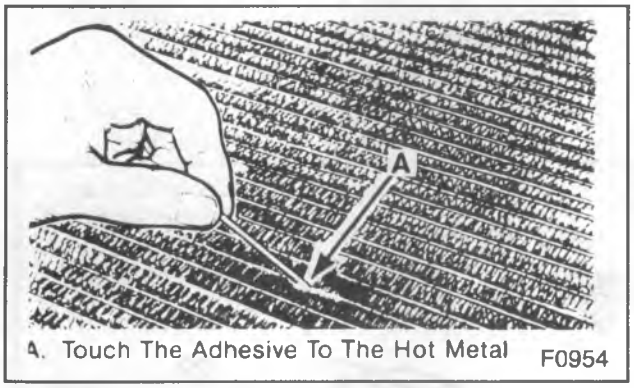

Figure 29—Applying Hot-Melt Adhesive to the Repair Area
8. Withdraw the torch and rub the adhesive stick on the repair area (figure 29). The adhesive will flow at a temperature of approximately 260°C (500°F). If the stick doesn't start to melt, remove it and reapply heat to the repair area. **Do not heat the adhesive stick, as high heat will burn and char the adhesive.**